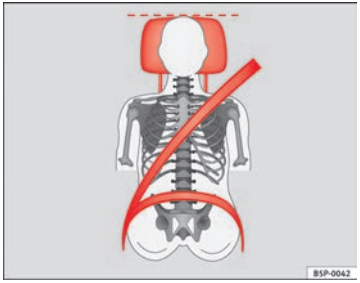

Fig. 13 Correct seat belt and head restraint positions, viewed from front
- **The shoulder part of the seat belt must lie on the centre of the shoulder, never across the neck. The seat belt must lie flat and snugly on the torso ⇒ fig. 13.**